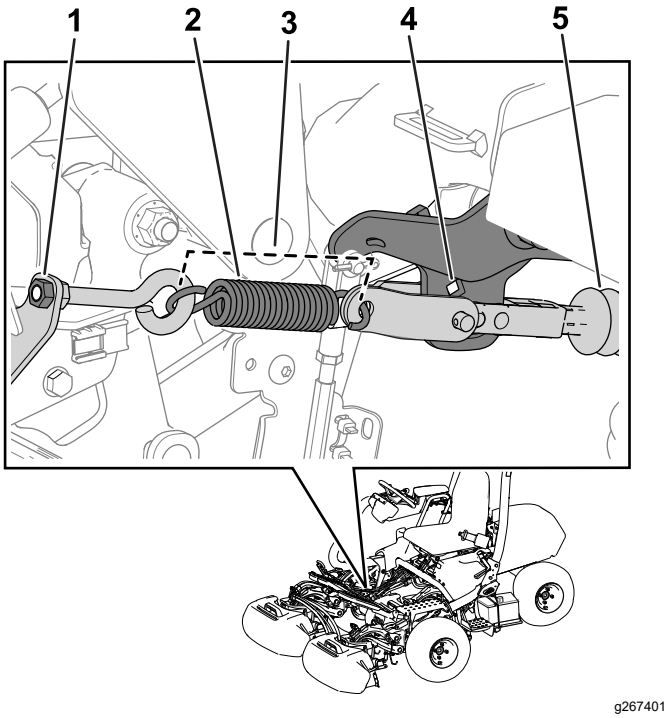

Figuur 33
Opmerking: Raadpleeg Figuur 33 voor deze procedure.
3. Maak de machine klaar voor gebruik door de moer van de oogbout vast te draaien zodat de veerlengte 11,4 cm is wanneer deze gemonteerd is (Figuur 33).